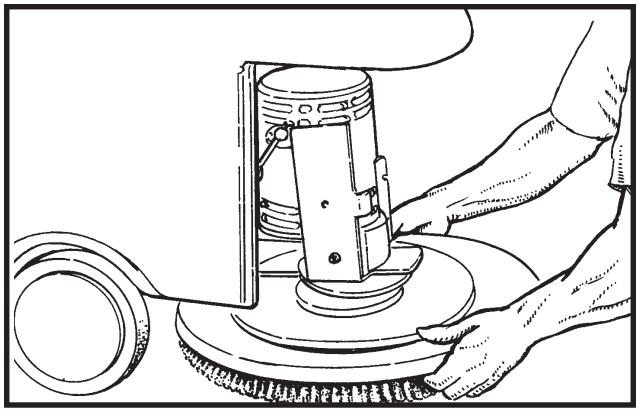

Abbildung 5c
6. Bringen Sie eine Bürste oder eine Scheibe unter dem Bürstenkopf oder dem Scheibenhalter an.(Abb. 5c)